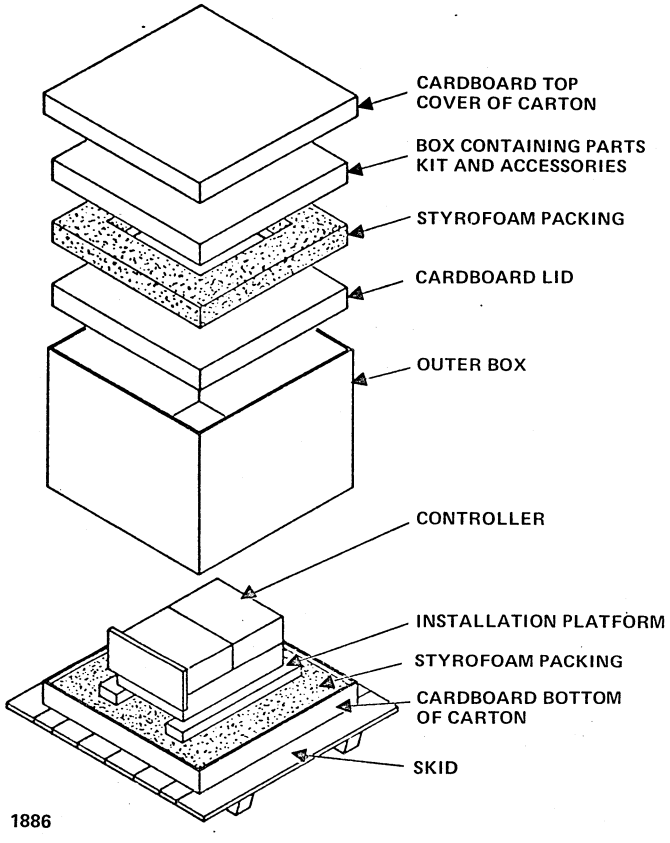

Figure 10-9. Module Drive Control Unit Crating
4. Remove the top cover from the carton (figure 10-9).
5. Remove the box containing the accessories and parts kit (figure 10-9).
6. Remove the other external packing, leaving the controller exposed (figure 10-9).